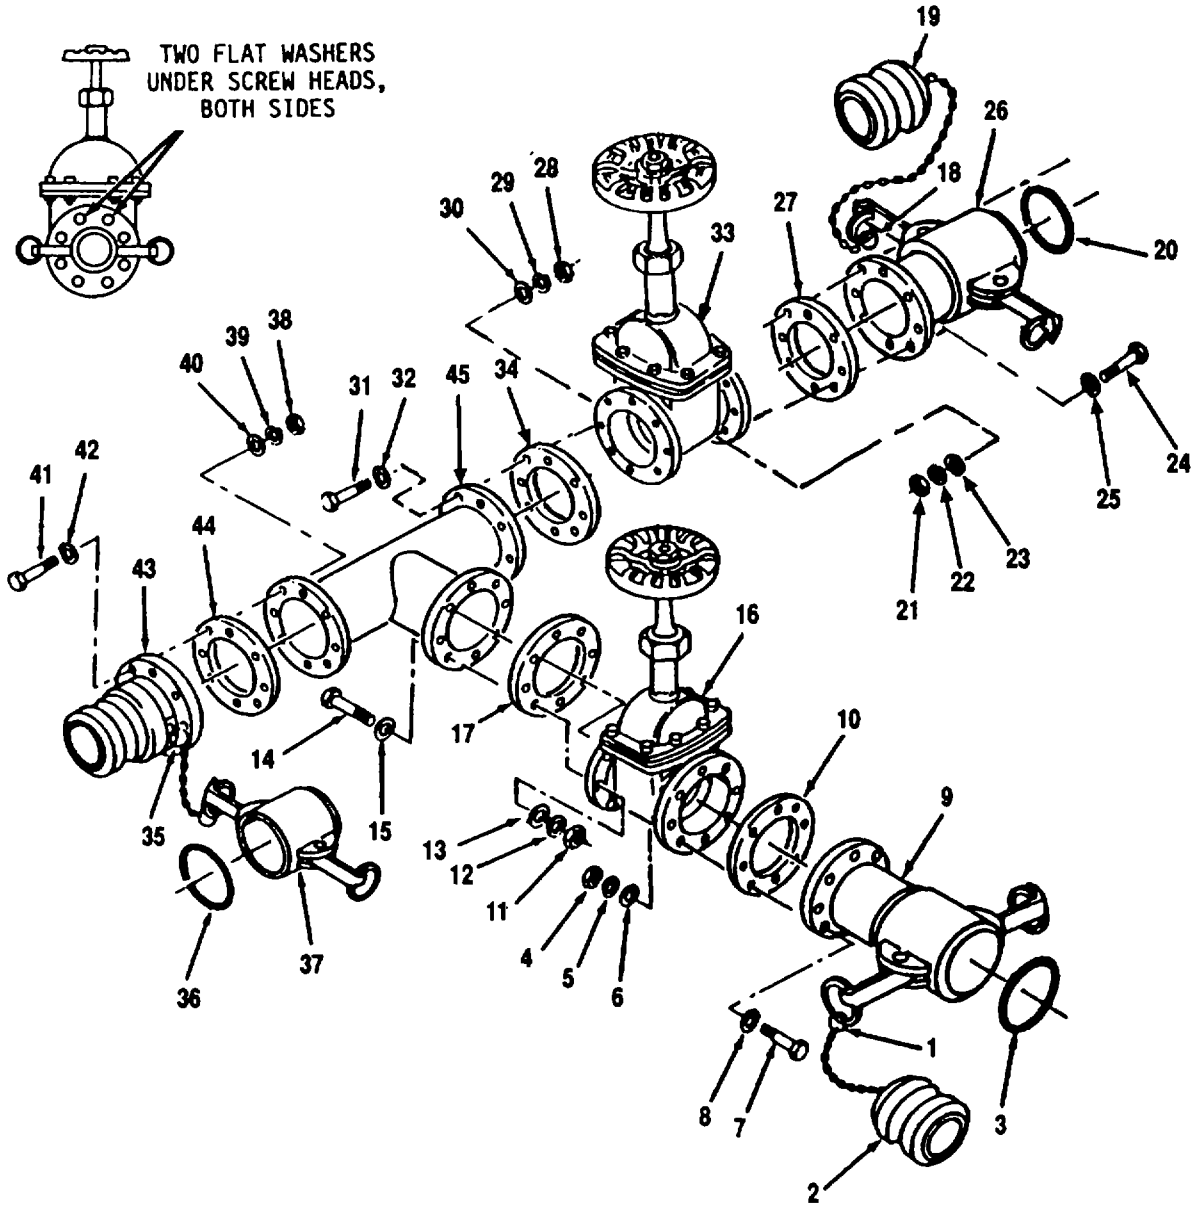

Figure 4-12. Tee and Dual Gate Valve Assembly (9148-Y1) Disassembly
a. Disassembly. Refer to Figure 4-12.
(1) Disconnect ring (1) from female coupling (9) and remove plug (2).
(2) Remove gasket (3) from female coupling (9).
(3) Remove eight nuts (4), lockwashers (5), flat washers (6), screws (7) and ten flat washers (8).
(4) Separate female coupling (9) and gasket (10) from gate valve (16).
(5) Remove eight nuts (11), lockwashers (12), flat washers (13), screws (14) and ten flat washers (15).
(6) Separate gate valve (16) and gasket (17) from tee (45).
(7) Disconnect ring (18) from female coupling (26) and remove plug (19).
(8) Remove gasket (20) from female coupling (26).
(9) Remove eight nuts (21), lockwashers (22), flat washers (23), screws (24) and ten flat washers (25).
(10) Separate female coupling (26) and gasket (27) from gate valve (33).